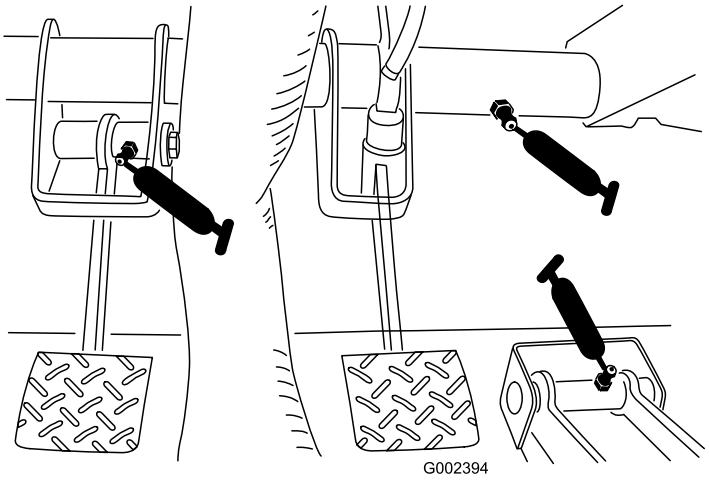

Figuur 41
- Koppelingspedaal (1), gaspedaal (1), en rempedaal (1); zie Figuur 41